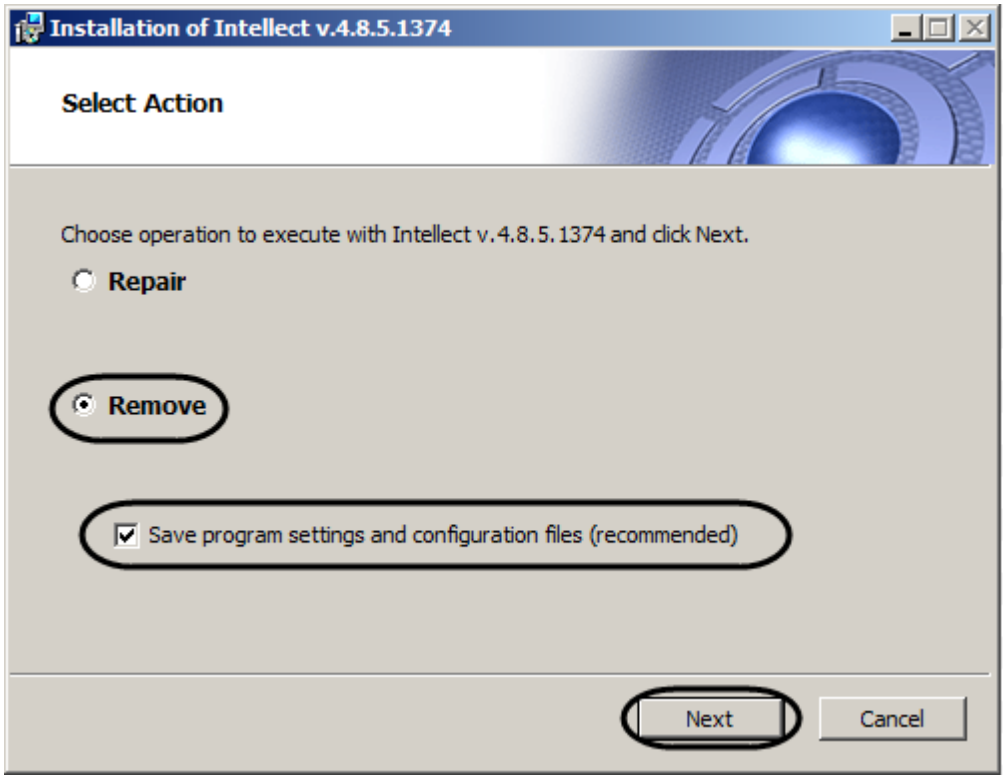

Figure 5.3-2 Remove type dialog box
As a result the "Select Action" dialog box is displayed (Figure 5.3-2).
2. Select “Remove” installation type (Figure 5.3-2).
3. If INTELLECT™ software settings are to be saved in the database, set the “Save program settings and configuration files (recommended)” checkbox (Figure 5.3-2).
4. Click the “Next” button (Figure 5.3-2).
As a result the “Select Action” dialog box is displayed (Figure 5.3-2).